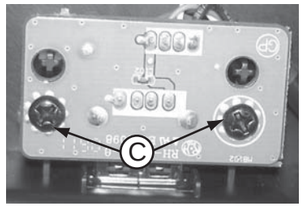

Figure 3
1) Loosen 2 screws “C” on the top of WIFI board as shown in figure 3.